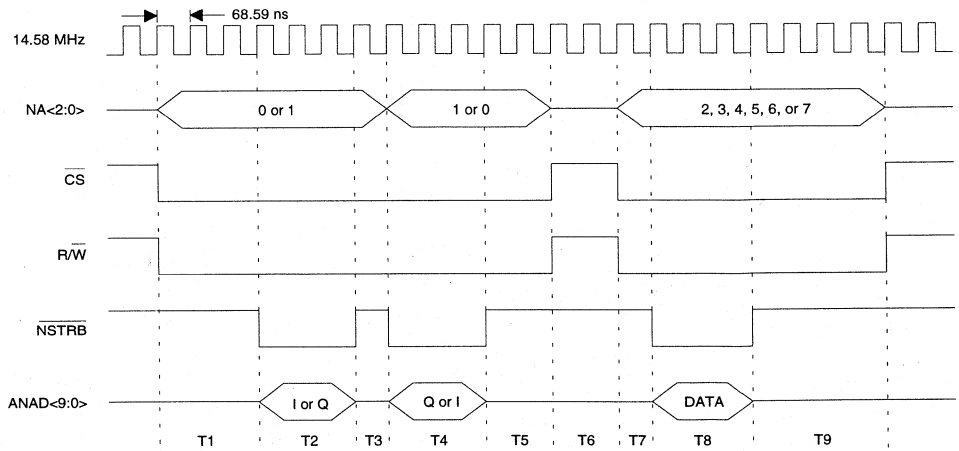

Figure 3. Transmit Timing
4) If both I and Q samples are being input, then the two samples must be input with the second sample being written immediately after the first sample (as shown in Figure 3). Six clock cycles after the rising edge of $\overline{\text{NSTRB}}$ associated with the first sample, the latest two I and Q samples are simultaneously shifted into the DAC.